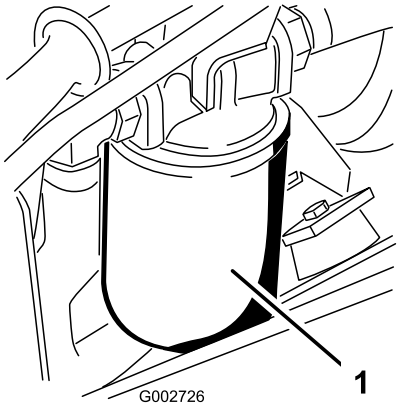

Figur 39
3. Ställ ett uppsamlingskärl under hydrauloljefiltret på maskinens vänstra sida (Figur 39).